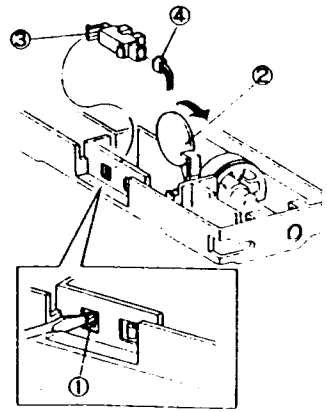

Рис. 7 NZM-0024
7. (Рис. 7): Снимите датчик бумаги.
①. Отпустите фиксатор датчика бумаги.
②. Поднимите активатор.
③. Снимите датчик бумаги.
④. Снимите разъем.